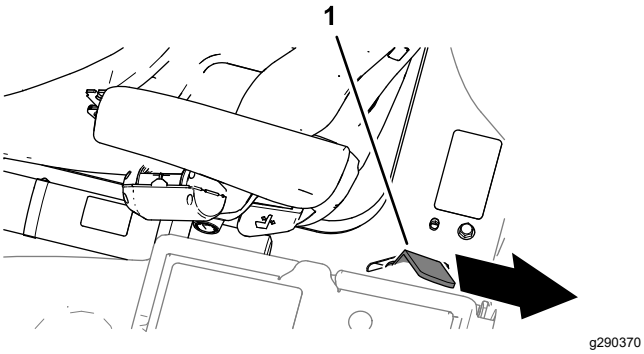

Figur 46
3. Senk plattformen helt ned og flytt plattformlåsehåndtaket mot baksiden av maskinen til låsekroken er helt integrert med låsestangen (Figur 46).